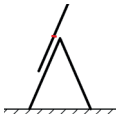

Рисунок 1 — Складная лестница в рабочем положении с выдвижной лестницей сверху
- Запрещается выдвигать верхнюю лестницу 3-секционной лестницы в положении A, если красная перекладина (или 4-я перекладина сверху) выходит за пределы шарнирного соединения (Рисунок 1).
- Запрещается подниматься по 3-секционной лестнице в положении A выше шарнирного соединения (Рисунок 1).